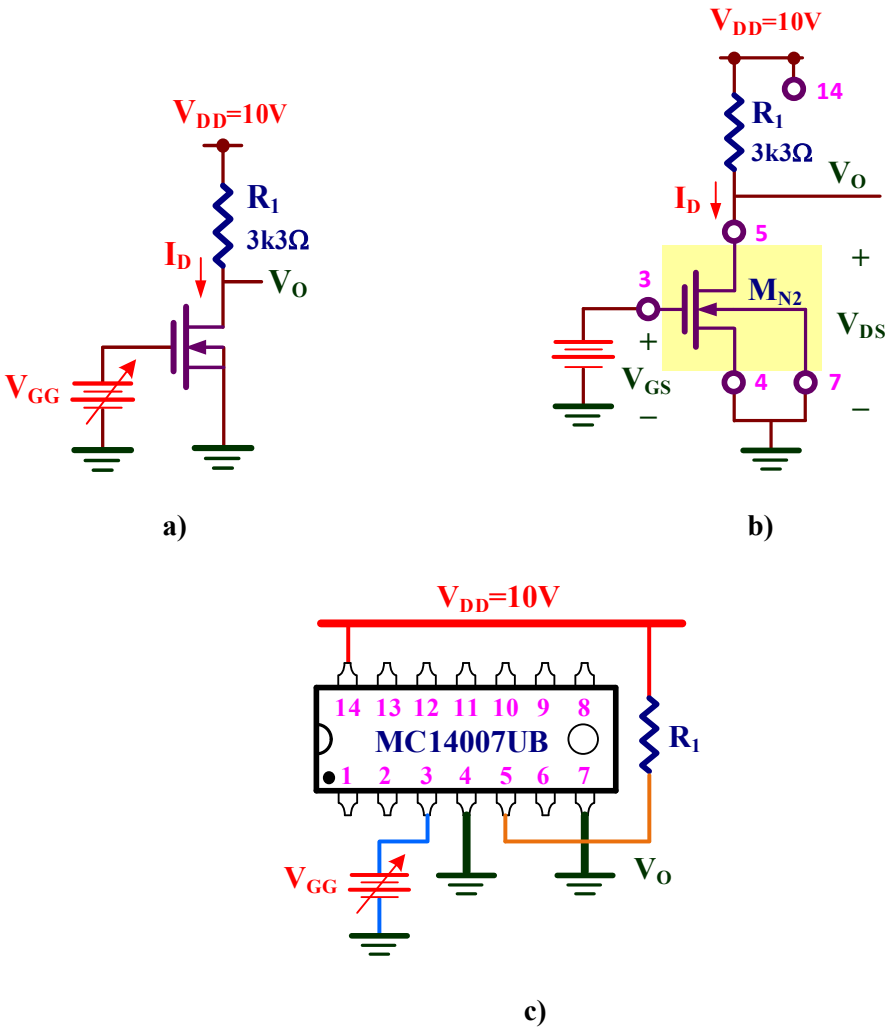

Figura VIII.3. *Circuito NMOS con entrada variable:* ***a)*** *Esquema;* ***b)*** *Implementación con el MC14007UB;* ***c)*** *Descripción del cableado para realizar el montaje.*
B) Montar el circuito de la figura VIII.3 y medir el valor de V_{GG} para que V_O=5V.
Análisis teórico. La condición $V_O=V_{DS}=5V$ en el circuito de la figura VIII.3 fija la corriente I_D como